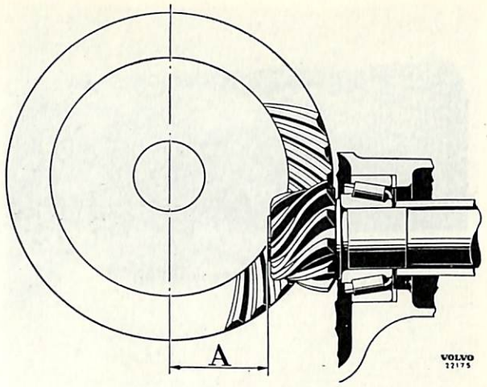

Bild 40. Pinjongens läge
2. Pinjongen skall ha ett visst nominellt mått (A bild 40) till kronhjulets centrumlinje. På grund av toleranser i tillverkningen uppstår avvikelser från det nominella måttet.